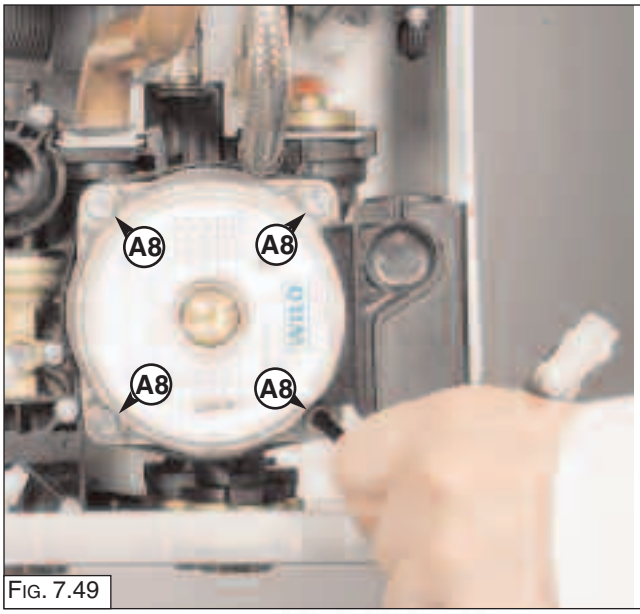

Fig. 7.49
*2.* Unscrew the four screws “A8” (Fig. 7.49);